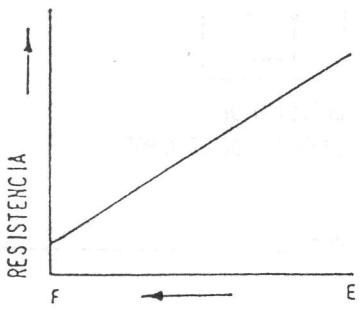

Fig. 21-10
- Con un medidor de resistencia (Ohmetro) conectado al terminal de entrada de corriente y a otra parte del mismo, como se ilustra en la figura, mueva la palanca desde su posición de "vacio" hacia la posición de "llenado". Si la resistencia indicada en el medidor es parecida a la curva del gráfico de la Fig. 21-10, y sin interrupciones, el aforador puede considerarse correcto.